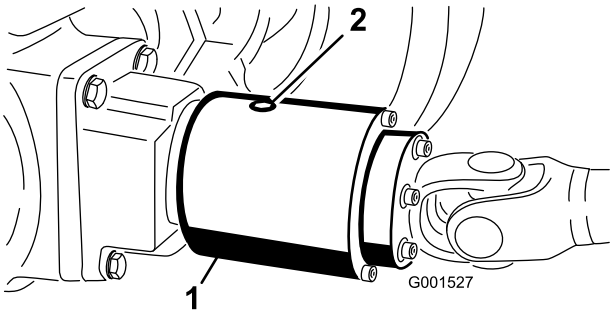

Figuur 66
3. Draai de koppeling zodanig dat de controleplug naar beneden wijst (Figuur 66).